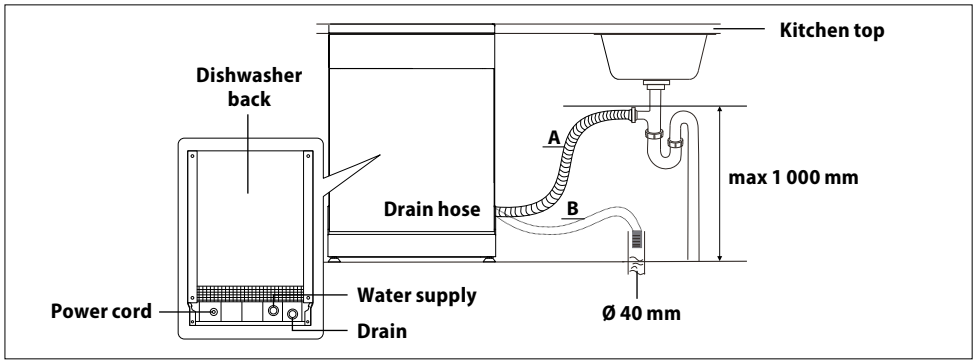

Fig. 18
5. Connect the drain hose according to Fig. 18.
Connect the drain hose to the waste pipe with a minimum diameter: 40 mm (Fig. 18). Make sure the drain hose is not bent or squeezed to prevent slowing down or stopping of the water flow.
The height of the waste pipe must be less than 1,000 mm (Fig. 18) and the drain hose should not be submerged in water. Secure the drain hose properly to prevent unwanted loosing from the waste pipe.